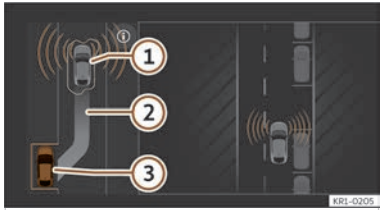
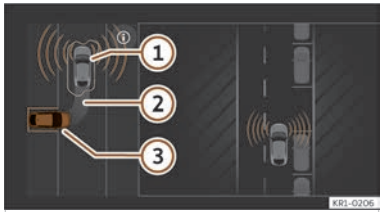

**Fig. 143** On the infotainment system display: parallel parking position.
**Fig. 144** On the infotainment system display: parking bay parking position.
››› **Fig. 143**, ››› **Fig. 144**
① Own vehicle.
② Indication showing the proposed parking manoeuvre.
③ Parking space detected.
- Look at the display on the infotainment system's screen to see if the space has been detected as “appropriate” and if the correct position for parking has been reached ››› **Fig. 143**, ››› **Fig. 144**. Stop the vehicle and follow the instructions shown on the infotainment screen.